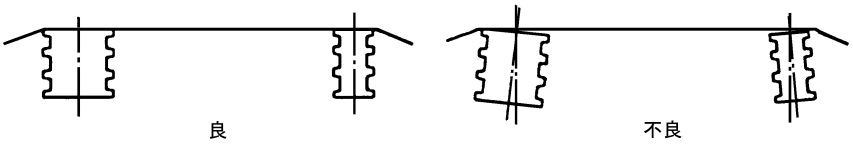

図 12　プーリ図
(1) Ｖベルトを一直線にするために駆動機とポンプの両プーリに糸を張ります。図 12 のように糸がプーリ側全面に接触し、かつ一直線になるようにしてください。